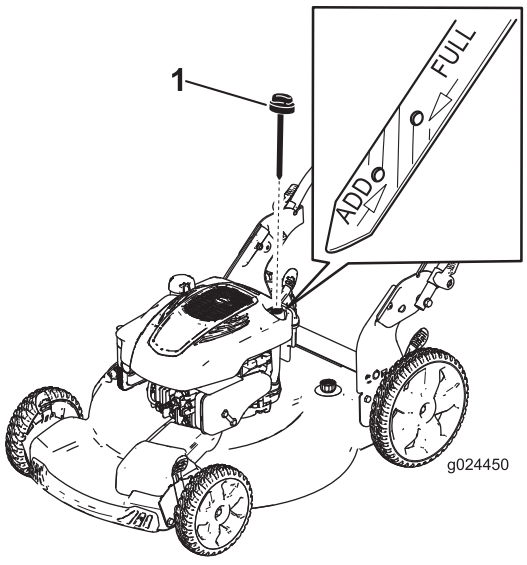

Figura 22
3. Togliete l'asta di livello (Figura 22).
10. Controllate il livello dell'olio sull'asta (Figura 22).